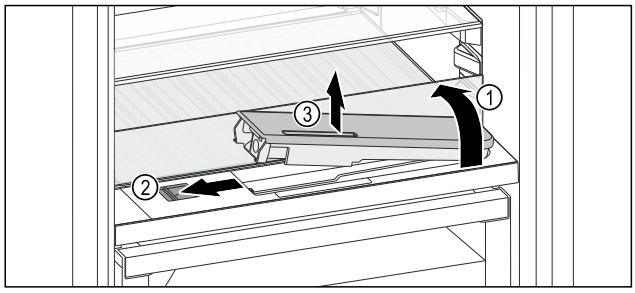

Fig. 129
▶ Emelje meg az üveglapot, és hajtsa hátra ütközésig *Fig. 129 (1)*.
▶ Tolja balra a tolókát *Fig. 129 (2)*.
▶ Vegye ki a víztartályt *Fig. 129 (3)*.